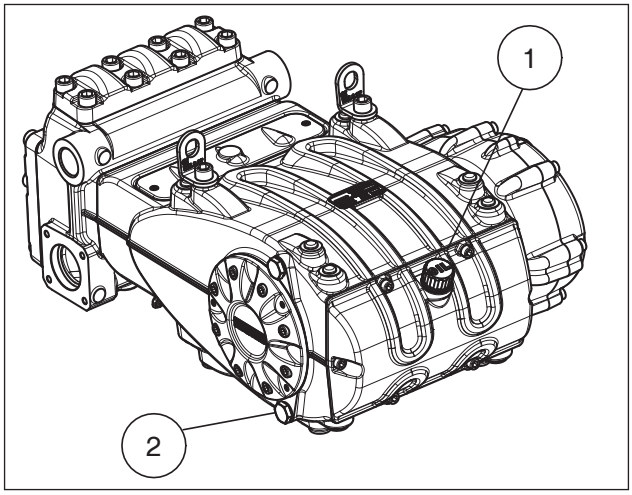

Fig. 3
Controlar el nivel de aceite utilizando el tapón con varilla de nivel con marca de mínimo y máximo ①, Fig. 3. Si es necesario, repostar para restablecer el nivel.
El cambio de aceite se ha de realizar con la bomba a temperatura de trabajo, desmontando el tapón pos. ②, Fig. 3.
Introducir una sonda de temperatura en el tapón de descarga del aceite pos. ② Fig. 3. Consultar el manual "PROTECCIÓN ANTIDEFLAGRANTE ATEX".